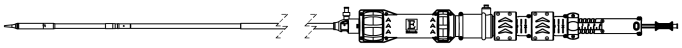

Figure 2: Edwards EVOQUE Tricuspid Delivery System
■ Figure 2 : système de mise en place tricuspide Edwards EVOQUE
■ Abbildung 2: Edwards EVOQUE Trikuspidalklappen-Applikationssystem
■ Afbeelding 2: Edwards EVOQUE Tricuspidalis-afgiftesysteem
■ Rysunek 2: System wprowadzający do zastawki trójdzielnej Edwards EVOQUE
■ Рис. 2. Система доставки трехстворчатого клапана Edwards EVOQUE